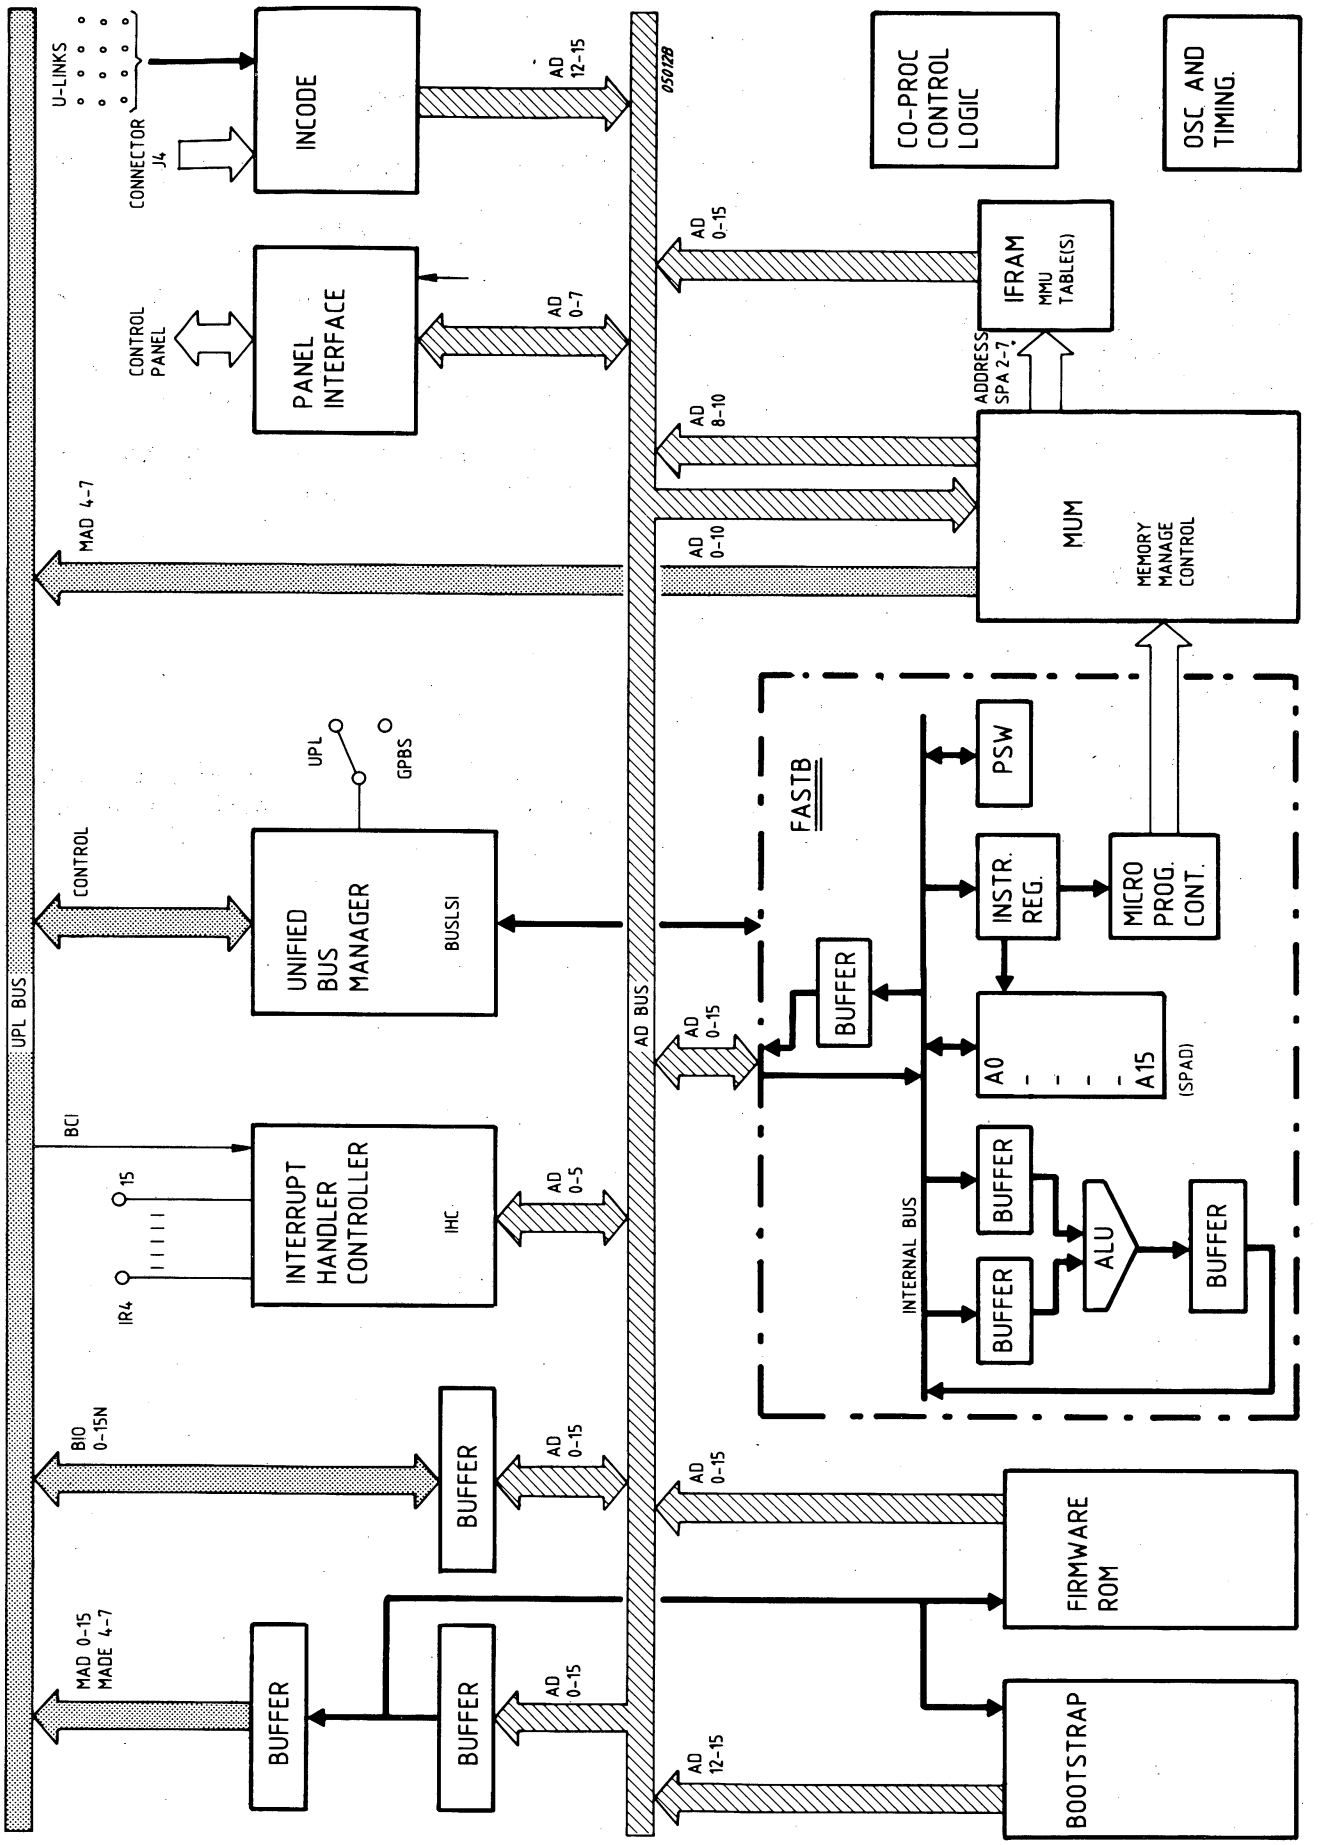

Figure 7.2 BLOCKDIAGRAM CP1BF
7.4 FUNCTIONAL BLOCKDIAGRAM (Figure 7.2)